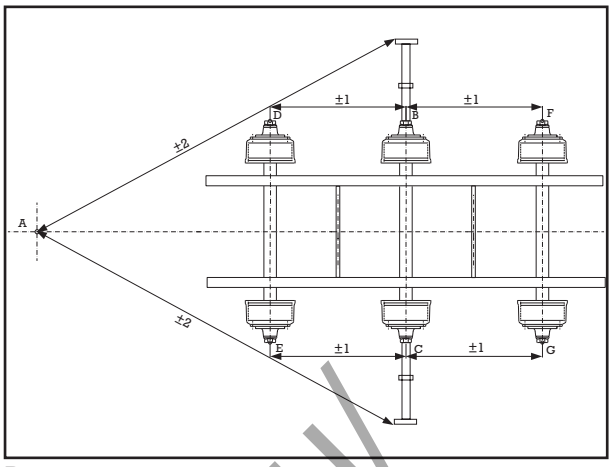
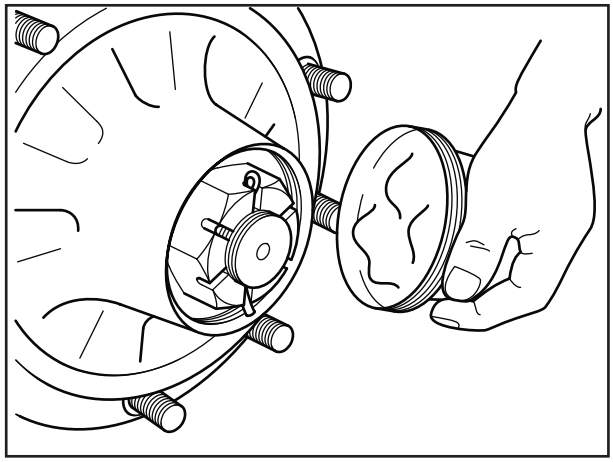

Рис. 4
Рис. 9
(8) Соответственно повернуть регулировочный шпиндель с правой и левой резьбой.
(9) Повторять измерения до тех пор, пока размеры A-B и A-C не будут одинаковыми (рис. 4).
(10) После окончания измерений затянуть зажимные болты предписанным моментом затяжки.
(11) Определить расстояние от базовой оси до следующих осей при помощи кернеров в треугольниках колпаков ступиц (рис. 9) или в старых колпаках ступиц в цекованных местах цапф осей, допустимое отклонение ± 1 мм) (рис. 4).
(12) В случае отклонений в результатах измерений провести регулировку в соответствии с описанием в операциях № 7 - 10.